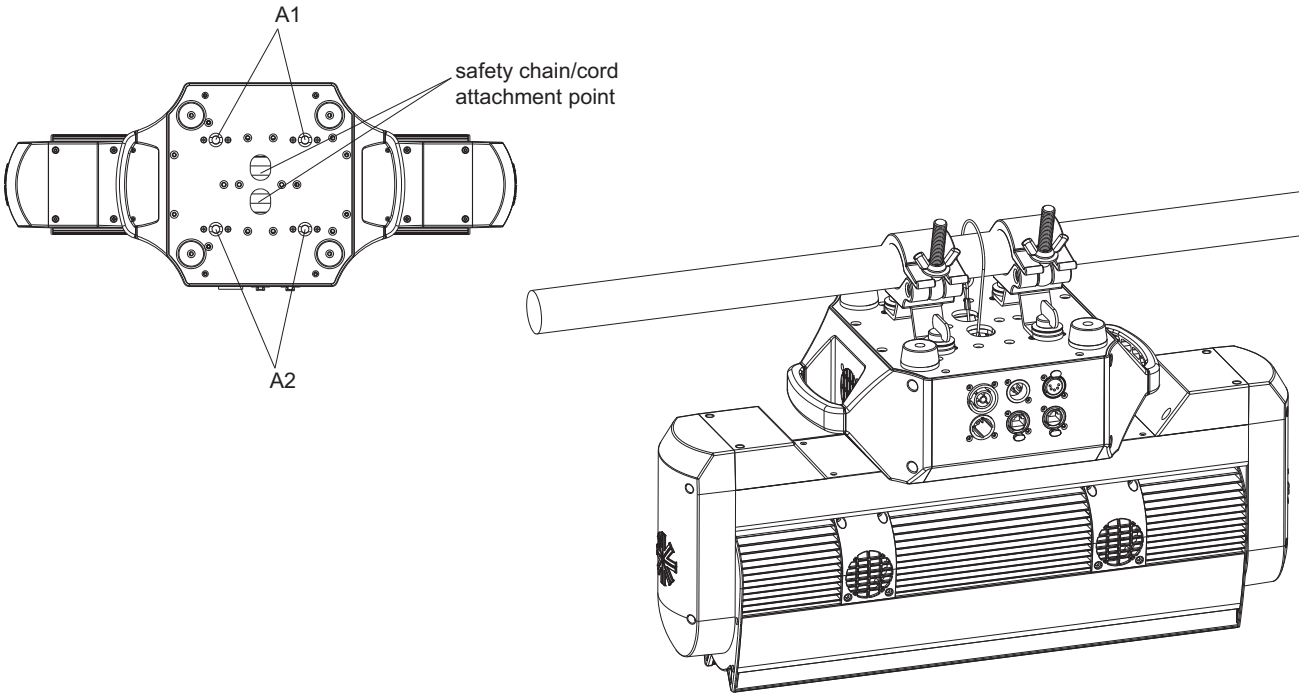

Figure 5: Installing Brackets on Luminaire Enclosure
Step 3. Attach safety cable by looping it at least once around safety cable anchor point rod (refer to **Figure 5**).